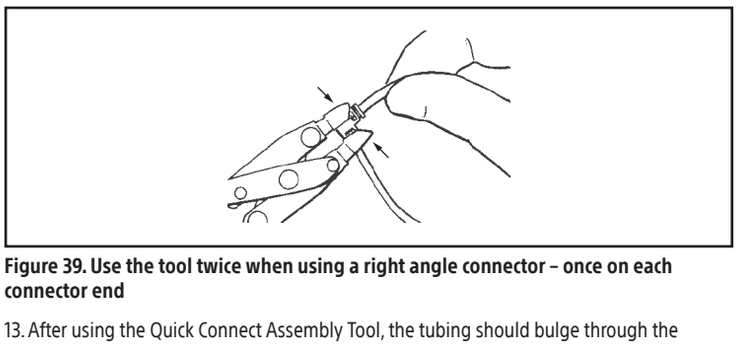

Figure 39. Use the tool twice when using a right angle connector – once on each connector end
12. When using a right angle connector, the Quick Connect Assembly tool must be used twice, once on each end of the connector. Again, make certain the tubing is touching the middle wall on both sides of the connector. The closure stop of the assembly tool must touch the opposite handle each time a connection is made (Figure 39).